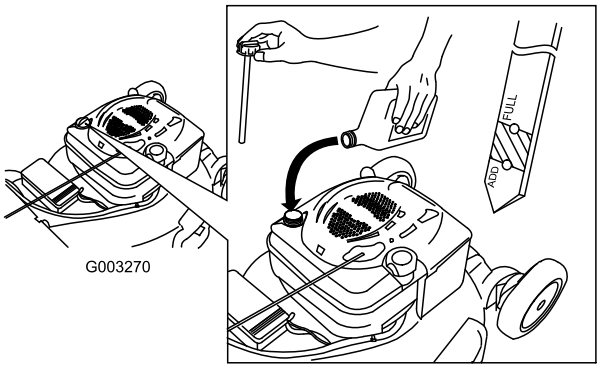

Figur 6
1. Tag målepinden ud (Figur 6).
2. Hæld **langsomt** olie i oliepåfyldningsrøret, indtil oliestanden når op til linjen Full (fuld) på målepinden (Figur 6). **Fyld ikke for meget på.** (Påfyld maks.: 0,59 l, type: SAE 30 selvrensende olie med API-serviceklassifikation SF, SG, SH, SJ, SL eller højere.)